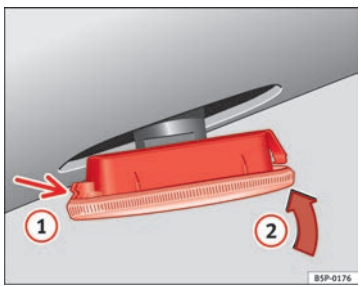

Fig. 168 Intermitentes laterales
– Coloque el intermitente en primer lugar en el orificio de la carrocería, encajando las pestañas (1) ⇒fig. 168, y a continuación encaje la lámpara como indica la flecha (2) ⇒fig. 168.